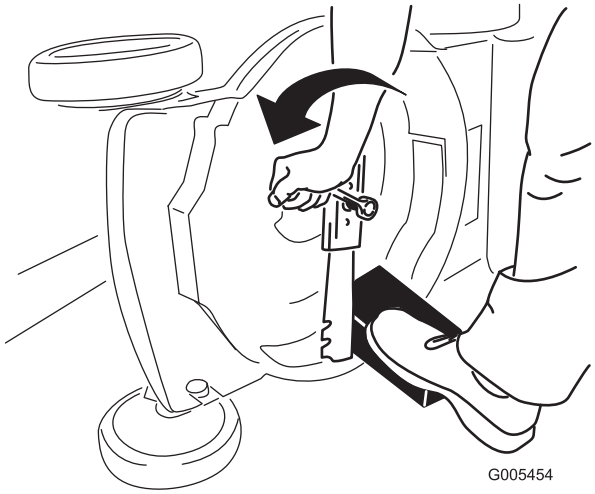

Figure 36
3. Immobilisez la lame avec un morceau de bois (Figure 36).
4. Déposez la lame mais ne jetez pas les fixations (Figure 36).